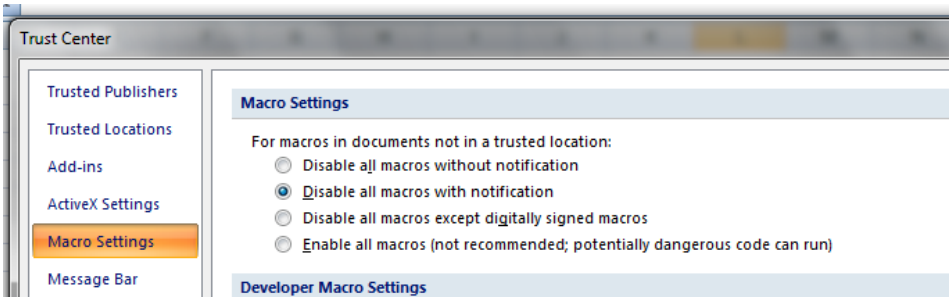

Figure 31: Set Security Settings
5. Set the Macro Settings so that it will disable all macros with notification, as seen below in Figure 31. Once the settings for Microsoft Excel have been changed on your computer, you should not have to complete Set Security Steps 1-5 again.